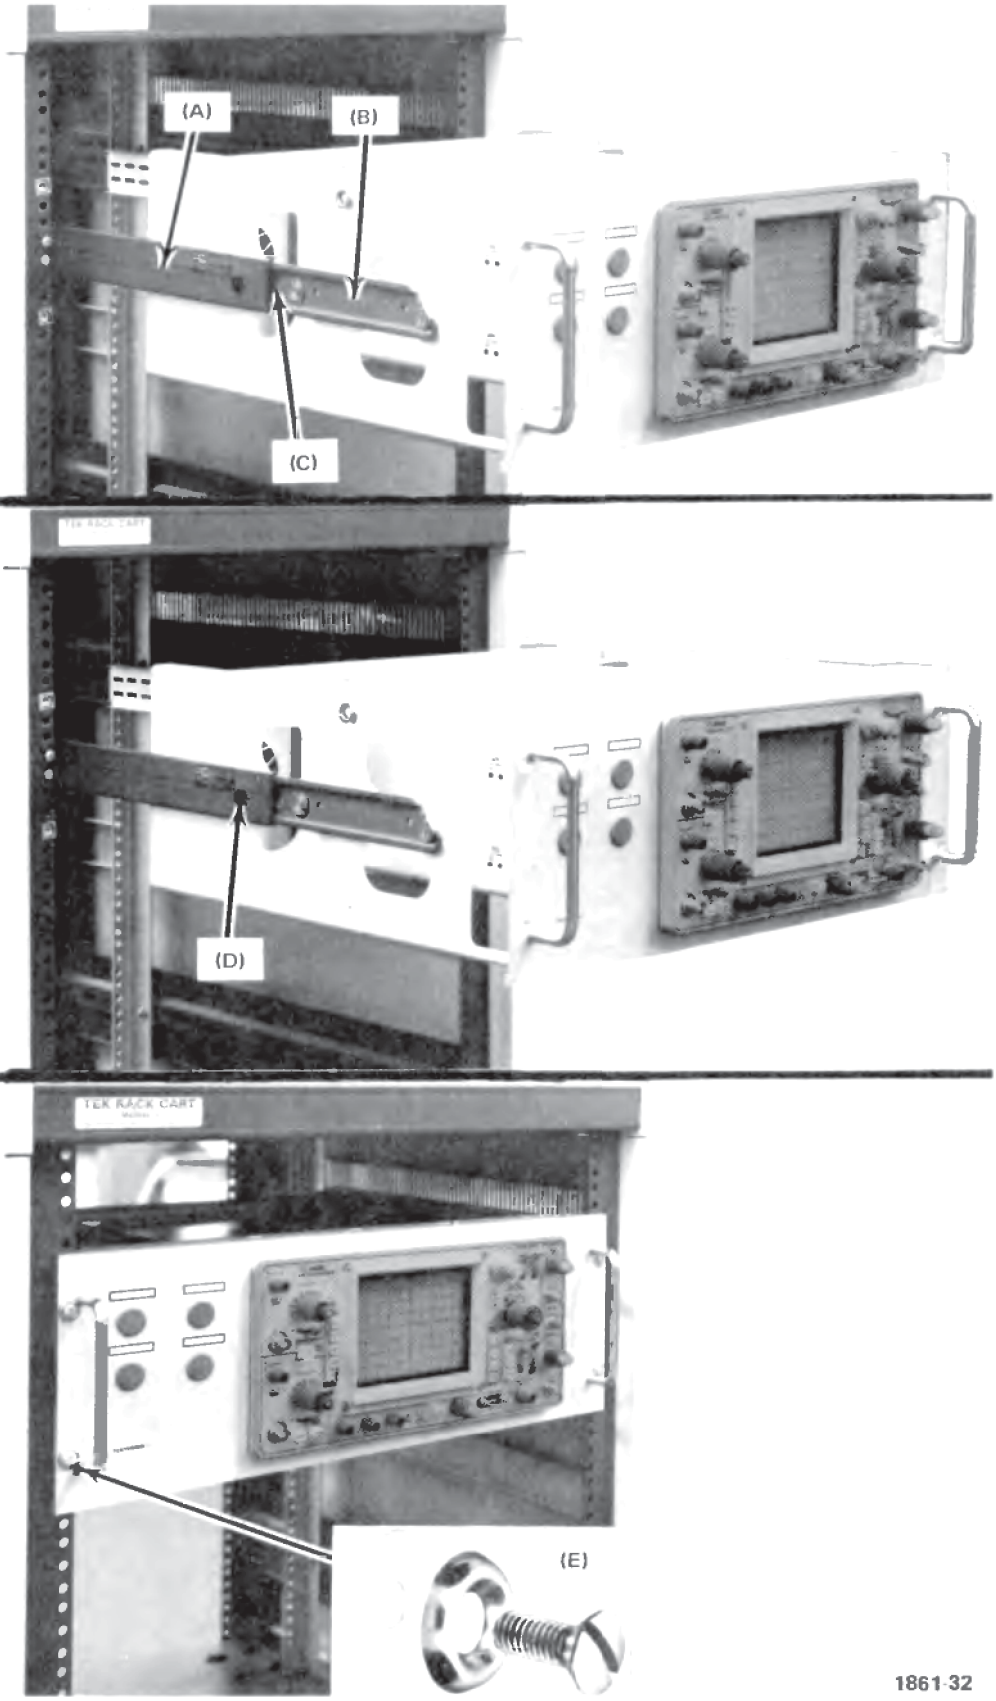

Figure 2-17. Procedure for inserting or removing the instrument after the slide-out tracks have been installed
6. Refer to Figure 2-17 to insert the instrument in the rack. Do not connect the power cord or install the securing screws until all adjustment have been made.
13. Push the instrument all the way *into the rack* and secure it to the rack with the securing screws and washers as shown in Figure 2-17.
After initial installation and adjustment of the slide-out tracks, the R465B can be removed or installed by following the instructions given in Figure 2-17. No further adjustments are required under normal conditions.